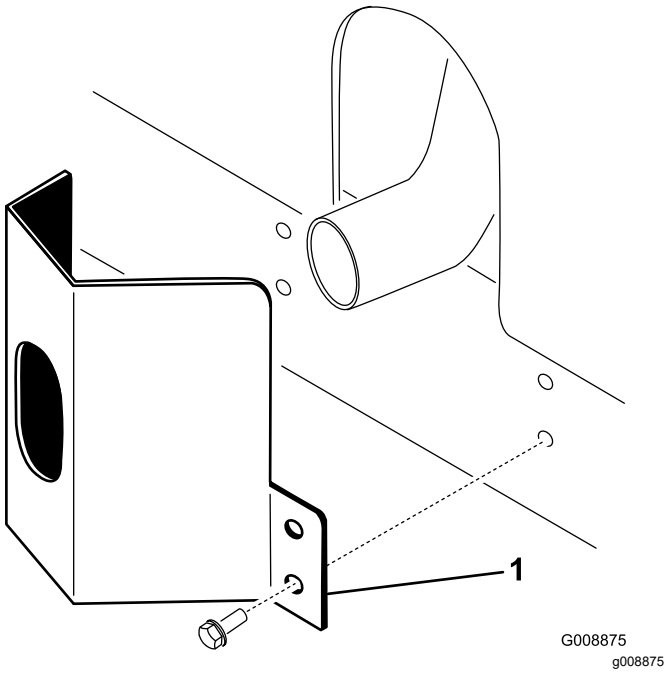

**Figur 11**
1. Plasser eksosbeskyttelsen rundt lyddemperen mens du justerer monteringshullene mot hullene i rammen (Figur 11).
2. Fest eksosbeskyttelsen til rammen med fire selvgjengende skruer (Figur 11).